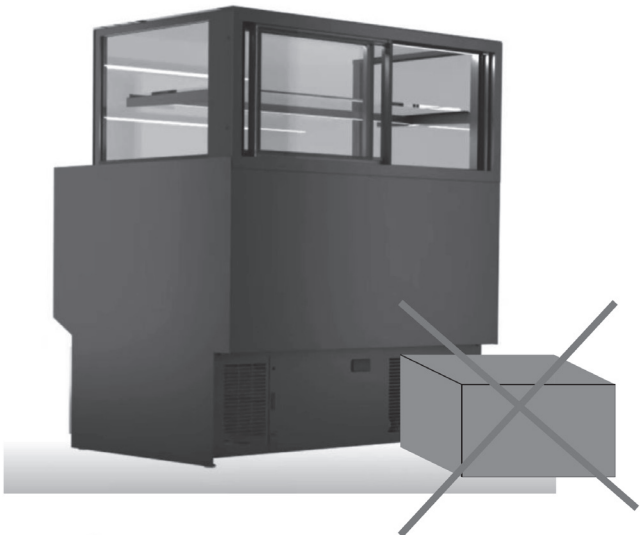

fig. 14
- Do not place objects, materials or things near the air recirculation grids of the condenser compressor group, which may prevent proper cooling and operation of the showcase (fig.14).